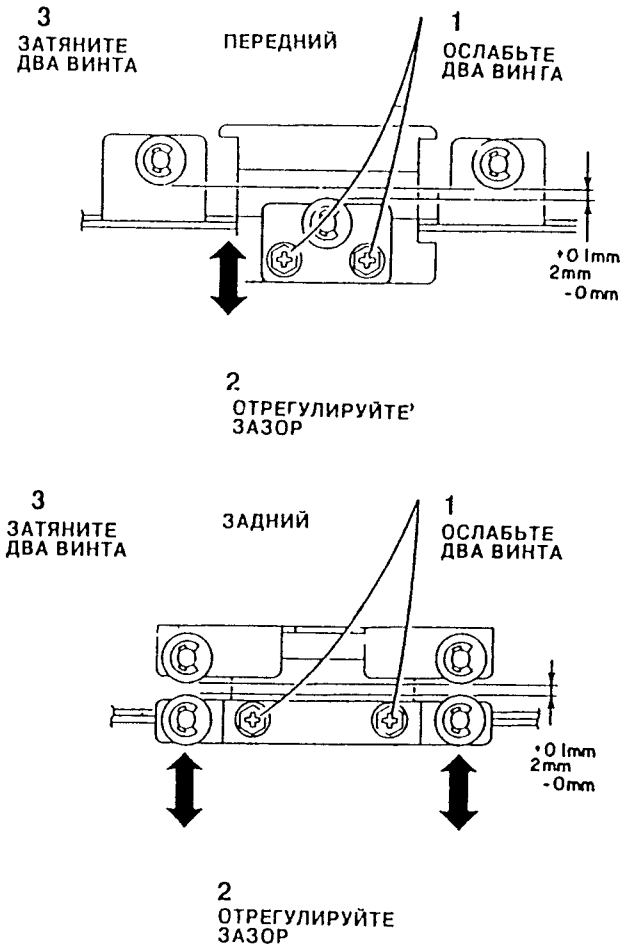

Рис. 2. Отрегулируйте зазор (спереди и сзади).
1. Отрегулируйте зазор (спереди и сзади, смотрите Рис. 2).